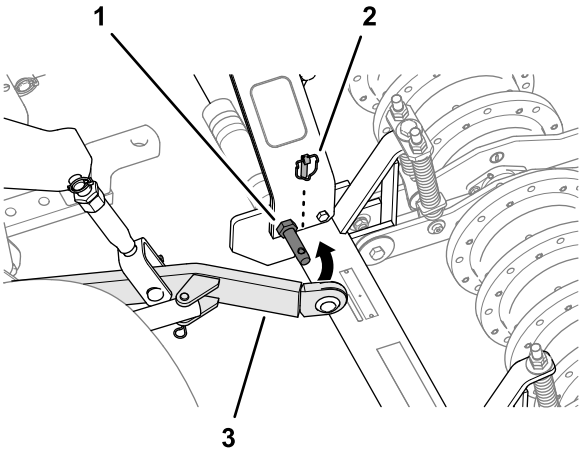

Рисунок 17
4. Расположите аэратор таким образом, чтобы рычаги нижней тяги тягового блока были выровнены со штифтами подъемных рычагов аэратора (Рисунок 17).
5. Прикрепите рычаги нижних тяг к штифтам подъемных рычагов и зафиксируйте рычаги с помощью шплинтов с кольцами (Рисунок 17).